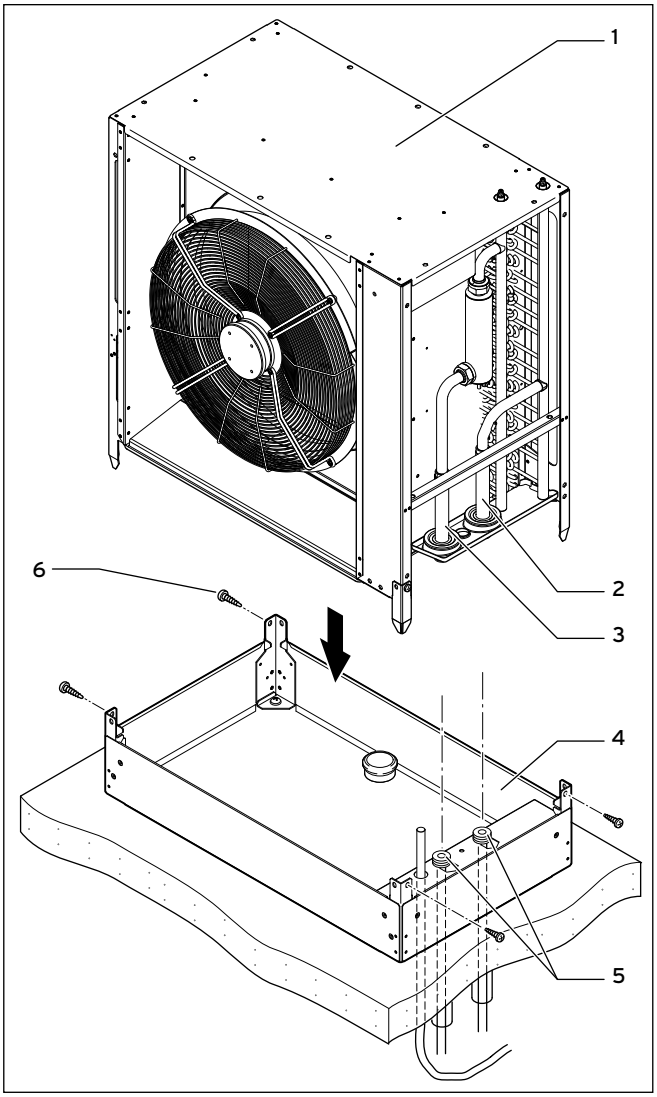

Abb. 4.24 Außeneinheit aufstellen
- ➤ Legen Sie die O-Ringe unverdrillt in die Überwurfmuttern der Sole-Anschlüsse der Außeneinheit (➞ **Abb. 4.24, Pos. 2** und **3**).
- ➤ Verschrauben Sie die Überwurfmuttern mit den Verbindungsadaptern der Soleleitungen „Sole warm“ und „Sole kalt“ des Solekreises (➞ **Abb. 4.24, Pos. 5**) am Montagesockel.